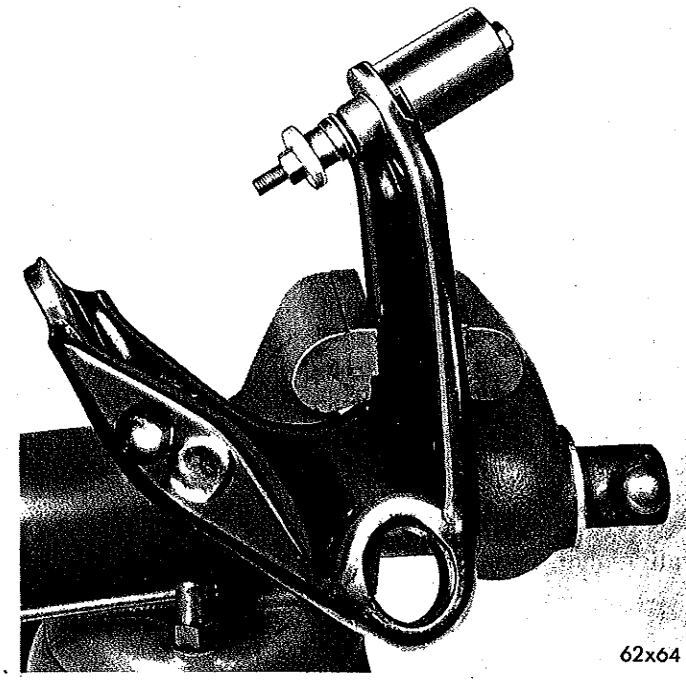

*Fig. 20—Removing Upper Control Arm Bushing*
(8) Assemble Tool C-3710 (Tool C-3962 Fury) over bushing and press bushing out of arm (from inside out) (Fig. 20). **To remove upper control arm rear bushing support sleeve (used on Belvedere-Satellite police and taxi application) assemble Tool C-3710, using adaptor SP-3826 in place of adaptor SP-3088, over bushing and press bushing out of arm (Fig. 20).**